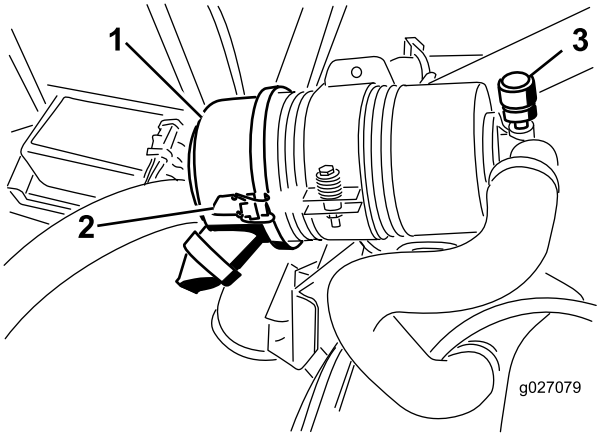

Figur 55
Efterse kun luftfilteret, når serviceindikatoren (Figur 55) viser, det er nødvendigt. Hvis du udskifter luftfilteret, før det er nødvendigt, øger du blot risikoen for, at der kommer snavs ind i motoren, når filteret afmonteres.
1. Åbn låsene, der fastgør luftfilterdækslet til luftfilterhuset (Figur 55).